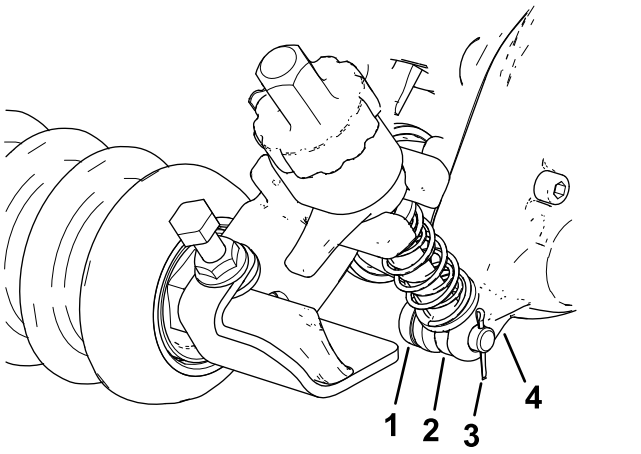

Figur 11
2. På venstre side, skyv klippehøydebrakettens justeringsarm-stang inn i åpningen på trimsatsdrivhuset og fest den med en justeringspinne og splint, som vist i Figur 11.